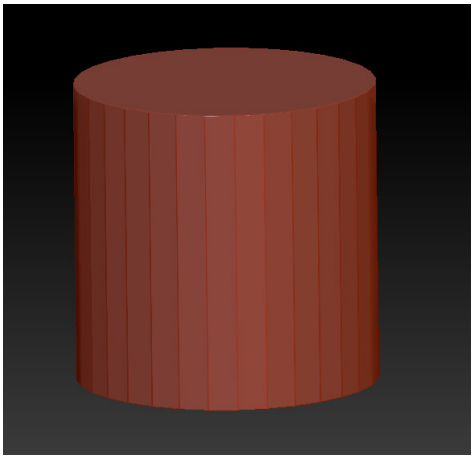

Figure 3-74 *The cylinder rotated*
5. Press and hold the left mouse button and drag the cursor upward in such a way that the cylinder is rotated and stands vertical, as shown in Figure 3-74. While dragging the cursor, press the SHIFT key; the cylinder is snapped at a right angle to the canvas.